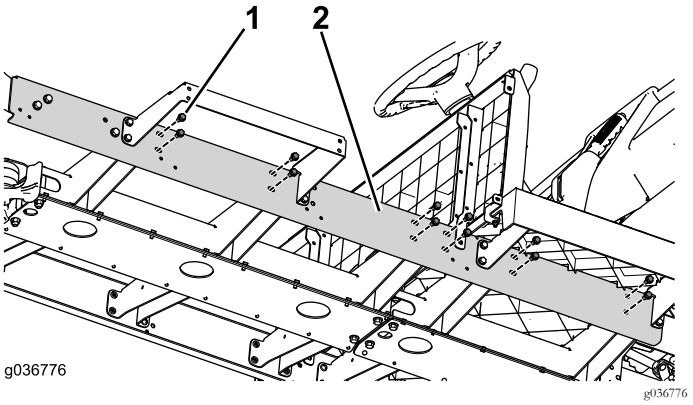

Figura 79
3. Instale los herrajes restantes en el perfil (Figura 79).